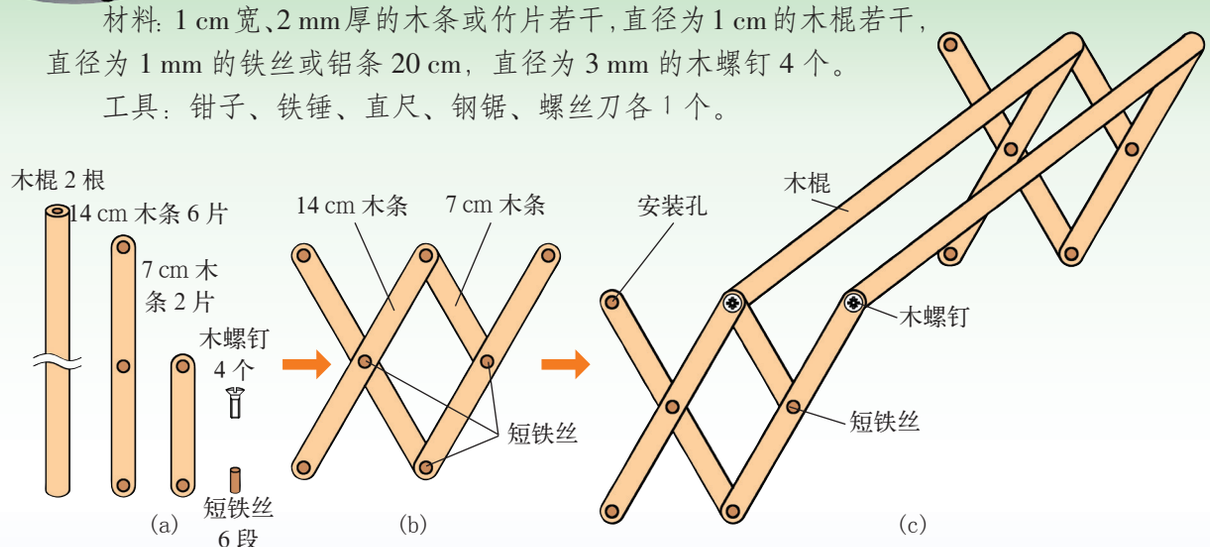
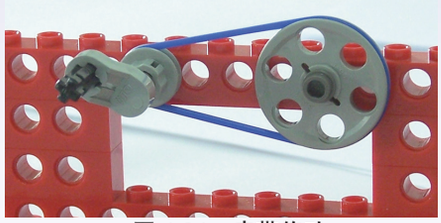
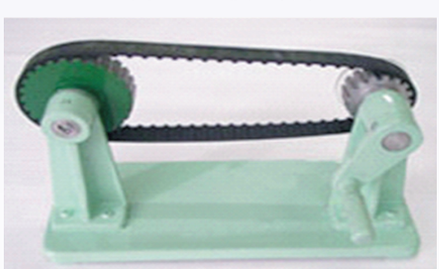

图 4.23　可伸缩毛巾架
图 4.24　皮带传动
图 4.25　齿形带传动
(1) 截出 14 cm 长的木条 6 片，7 cm 长的木条 2 片，40 cm 长的木棍 2 根，6 mm 长的铁丝 6 段，另备木螺钉 4 个，如图 4.23(a) 所示。
(2) 用 6 片 14 cm 长的木条，2 片 7 cm 长的木条，连接成如图 4.23(b) 所示的平面四杆机构 (2 套)，然后用 6 根 6 mm 长的铁丝充当转轴，将各个连接处销接。销接时，应保证各铰链处杆件之间转动的灵活性。
(3) 用木螺钉将木棍与步骤 2 中组装的平面四杆机构连接，如图 4.23(c) 所示。在拧紧木螺钉时，不必过于用力，以免木条开裂。
(4) 选择一对安装孔，将可伸缩毛巾架固定在墙面上或其他支架上。让另一对安装孔能在墙面自由滑动。这样一个简易的可伸缩毛巾架就做成了。
试分析一下图 4.23 中的毛巾架除使用了平行四杆机构外，还采用了什么机构？该机构的运动特点是什么？
如果打算在轴间距较远的两根轴之间传递旋转运动和力矩，可以往每根轴上分别安装带轮(或链轮)，并在带轮(或链轮)上环绕皮带(或链条)，这种传动方式称为柔性传动(图 4.23、图 4.24、图 4.25)。它可吸收振动，噪声小。柔性传动的输入输出都是转动。